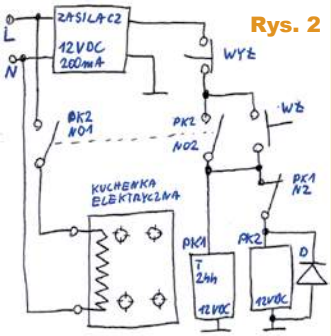

Rys. 2
*sator jest rozładowywany za pomocą drugiego układu RC i komparatora. Rozładowywanie trwa ok. 5 minut. Po tym czasie superkondensator jest ładowany i jeśli napięcie na jego elektrodach przekroczy 1V, włączany jest przekaźnik. Reset następuje po zaniku zasilania. Dobówka jest tania w budowie, bo nie zawiera mikroprocesora, aczkolwiek jest mało precyzyjna. Zwiększenie precyzji można uzyskać poprzez zastosowanie komparatora z tranzystorami polowymi na wejściach lub zwiększenie pojemności superkondensatora, ale wiąże się z dodatkowymi kosztami. I od razu pokażę przykład zastosowania takiej dobówki. Niektóre urządzenia nie powinny pracować zbyt długo. Zbyt długa praca może świadczyć np. o tym, że zapomnieliśmy je wyłączyć, co może wiązać się z wygenerowaniem kosztów. Na przykład obiad można gotować nawet kilka godzin, ale nie aż dobę. Dobówka wraz z pomocniczym przekaźnikiem wyłączy kuchenkę elektryczną po dobie (**rysunek 2**). Mała precyzja dobówki nie stanowi tu problemu. Pozdrawiam*